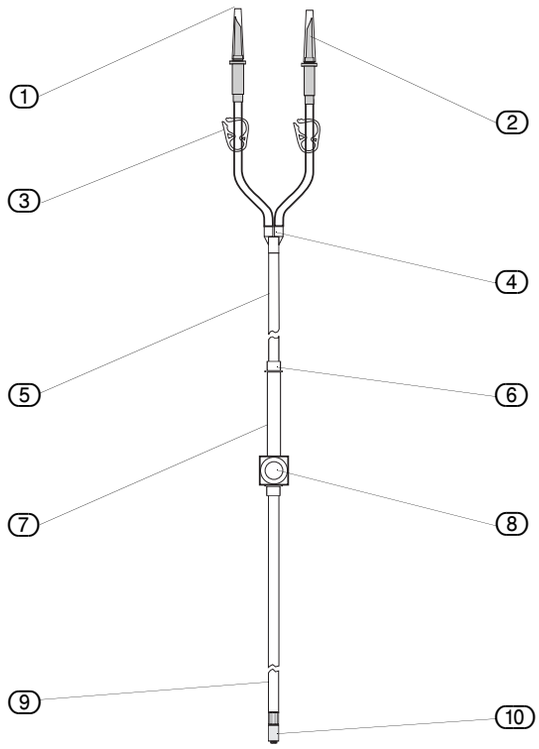
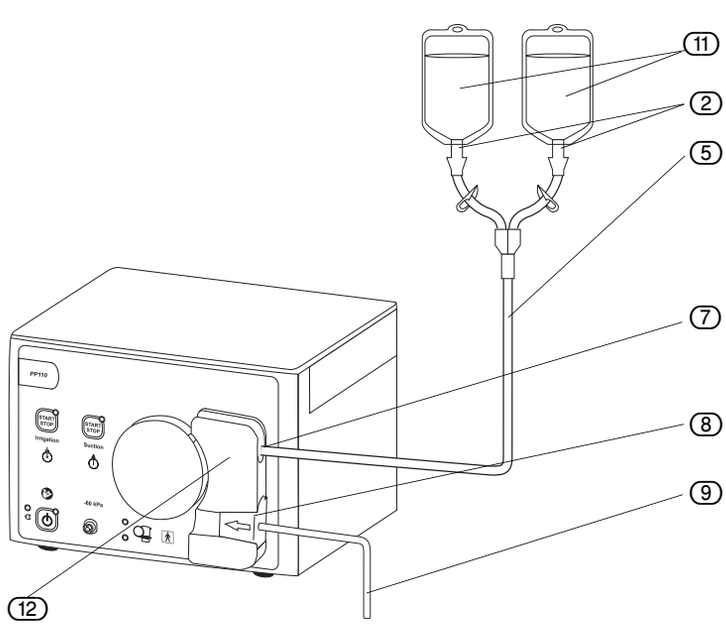

Fig. 5-3 Irrigation tube set elements
Fig. 5-4 Inserting the tube set
In order to separate sterile from non-sterile areas, assign the following tasks to the "sterile" or "non-sterile" nurse or medical technician. The indicated numbers refer to the Fig. 5-3 "Irrigation tube set elements" and Fig. 5-4 "Inserting the tube set".
- ▶ Before inserting, close both tube clamps (3) (Fig. 5-4 Inserting the tube set) on the bags.
▶ Before inserting, close both tube clamps (3) (Fig. 5-3 "Irrigation tube set elements") on the bags.